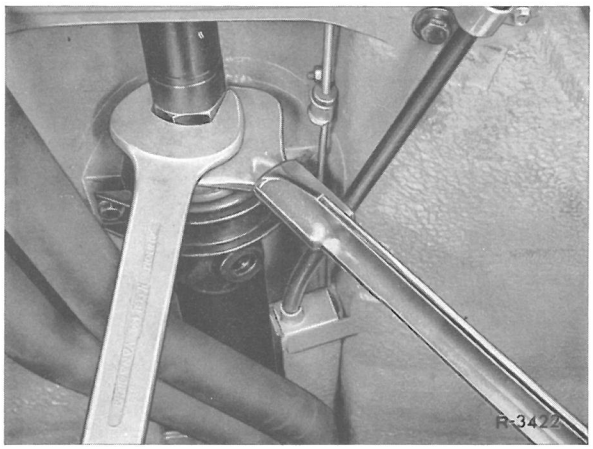

Fig.35-1/7
28 Klemmøtrikken på kardanakslen spændes til,det påses at manchetten sidder godt (fig.35-1/7).Tilspændingsmoment,se arb.nr.41-0.
29 Oliestanden i bagakslen kontrolleres, om nødvendigt efterfyldes. Oliestanden skal nå i højde med påfyldningsåbningen (46)(fig.35-1/6).